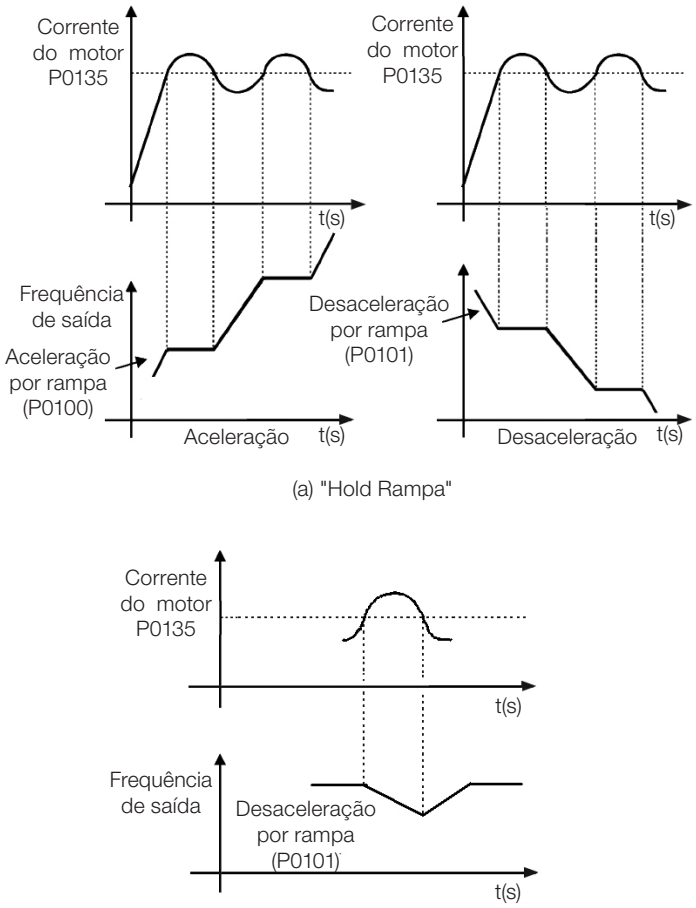

Figura 11.6 (a) e (b): *Modos de atuação da limitação de corrente via P0135*
- Atuação: se a corrente do motor ultrapassar o valor ajustado em P0135 durante a aceleração ou desaceleração, a velocidade não será incrementada (aceleração) ou decrementada (desaceleração). Quando a corrente do motor atingir um valor abaixo de P0135 o motor volta a acelerar ou desacelerar. Consulte a figura 11.6 (a).
- Atuação: se a corrente do motor ultrapassar o valor ajustado em P0135 força-se um valor nulo para a entrada da rampa de velocidade forçando a desaceleração do motor. Quando a corrente do motor atingir um valor abaixo de P0135 o motor volta a acelerar. Consulte a figura 11.6 (b).
Nível de corrente para ativar a limitação de corrente para os modos hold de rampa e desacelera rampa, conforme figura 11.6 (a) e (b), respectivamente.